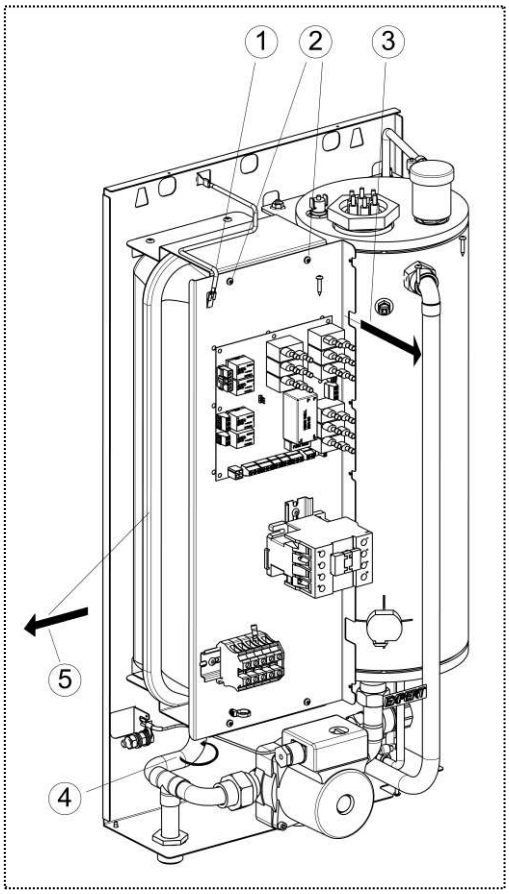

Рисунок 15. Замена расширительного бака
2) Открутите винты фиксирующие панель силовую (см. рис. 15).